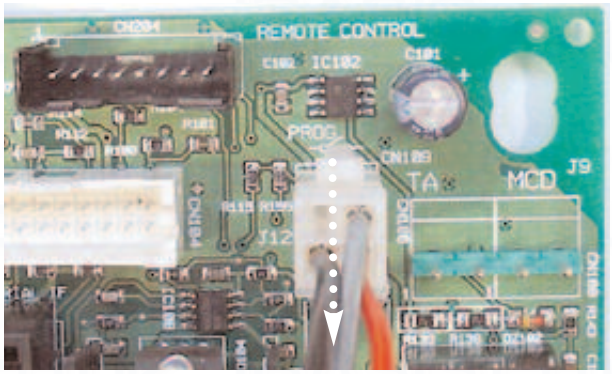

Fig. 18.16
3. Disconnect the programmer plug *(see Fig. 18.16);*